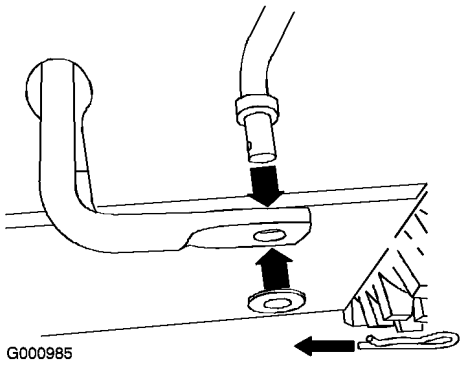

Figura 5
1. Togliete la coppiglia e la rondella dal lato inferiore dell'asta di comando della velocità ed inserite il lato inferiore dell'asta nel braccio articolato inferiore, in modo che il lato curvo dell'asta di comando della velocità sia rivolto indietro (Figura 5).